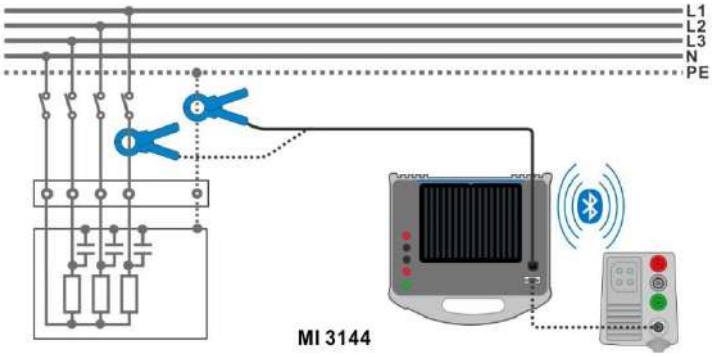

Figure 7.109: Current Clamp Meter measurement
- Wrap the object under test with the measuring clamp. See ***Figure 7.109***.